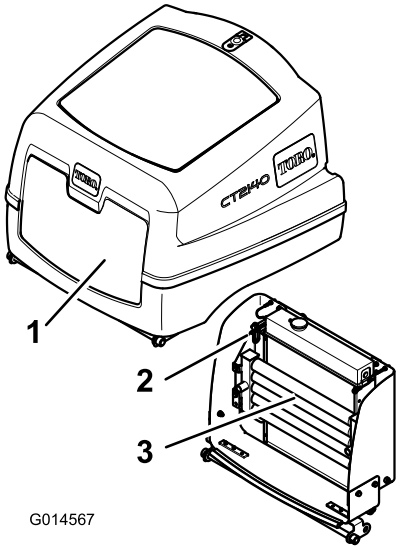

Figuur 58
4. Maak de vergrendeling los en open de motorkap (Figuur 58).